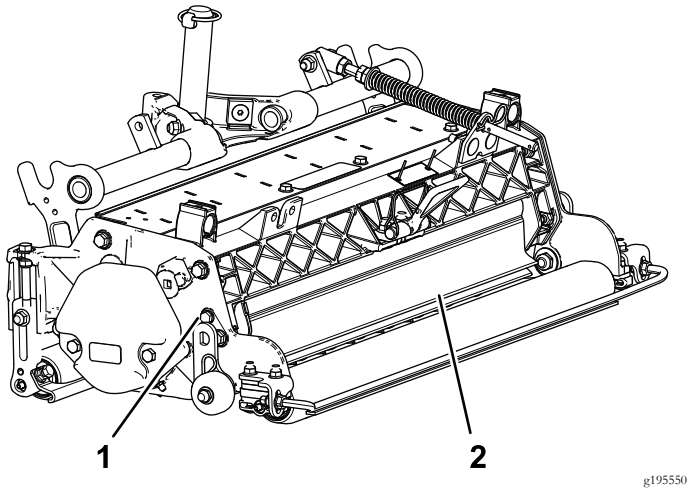

Bild 10
1. Lösen Sie die Schrauben am Scharnier des Grasschutzbleches (Bild 10).
2. Drehen Sie das Grasschutzblech auf die gewünschte Einstellung und ziehen Sie die Schrauben fest (Bild 10).